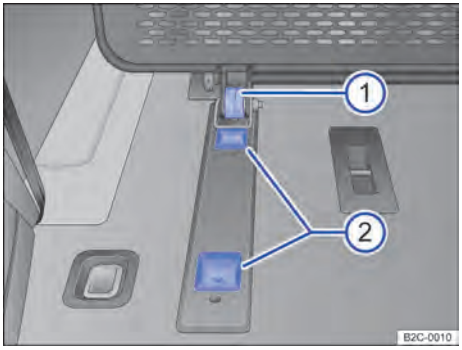

Bilde 137 I lasterommet: Nedre feste.
2. Skyv nedre del av skillegitteret slik at hjulet → Bilde 137 ① går inn i den bakre fordypningen i festet ②.
2. Skyv nedre del av skillegitteret slik at hjulet → Bilde 137 ① går inn i den fremre fordypningen i festet → Bilde 137 ②.